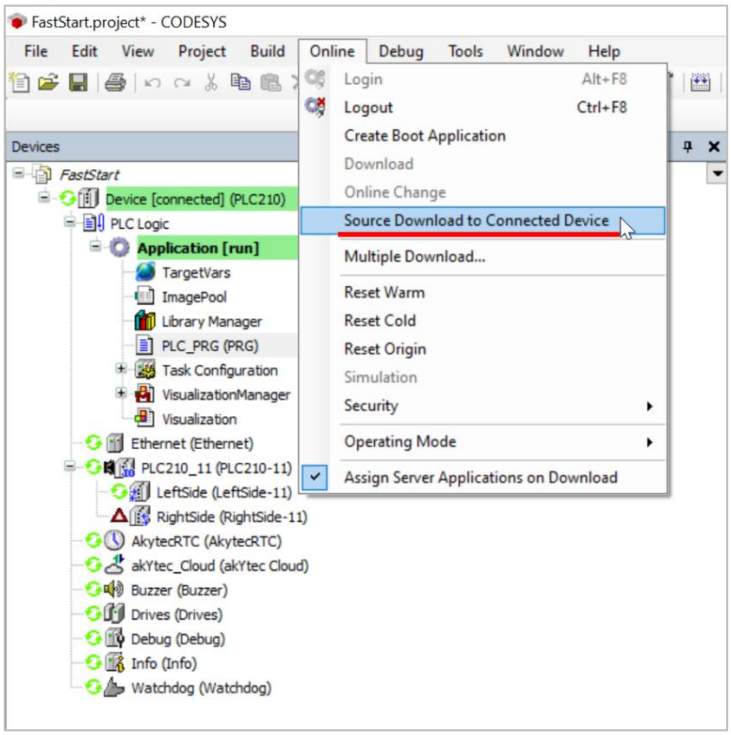
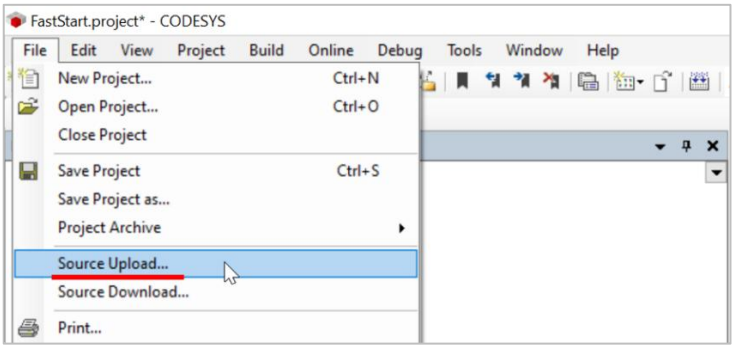

Fig. 3.6.2 Source Download to Connected Device
Fig. 3.6.3 Source Upload
- Source files (***.project***) can be downloaded into the PLC using the command ***Online*** > ***Source Download to Connected Device*** (Fig. 3.6.2). To upload this file to CODESYS, use the command ***File*** > ***Source Upload…*** (Fig. 3.6.3).